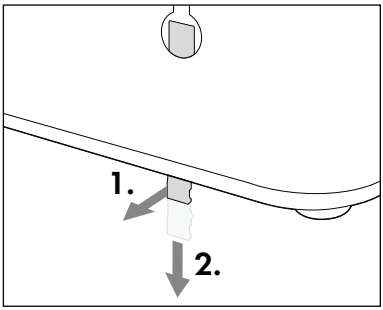

Abb.1
2. Schieben Sie die beiden mitgelieferten Dübel ❾ in die Bohrlöcher und schrauben Sie die beiden mitgelieferten Schrauben ❽ in die Dübel ❾. Achten Sie dabei darauf, dass die Schrauben ❽ noch ca. 3 mm aus den Bohrlöchern herausschauen.
3. An der Geräterückseite befindet sich in der rechten Aufhängeöse ❻ ein Sicherungsstift ❼ der verhindern soll, dass sich das Gerät von den Schrauben ❽ löst. Drücken Sie den Sicherungstift ❼ etwas nach hinten, bis Sie ein Klickgeräusch hören. Ziehen Sie dann den Sicherungsstift ❼ ein Stück nach unten aus der Aufhängeöse ❻ (siehe Abb. 1).